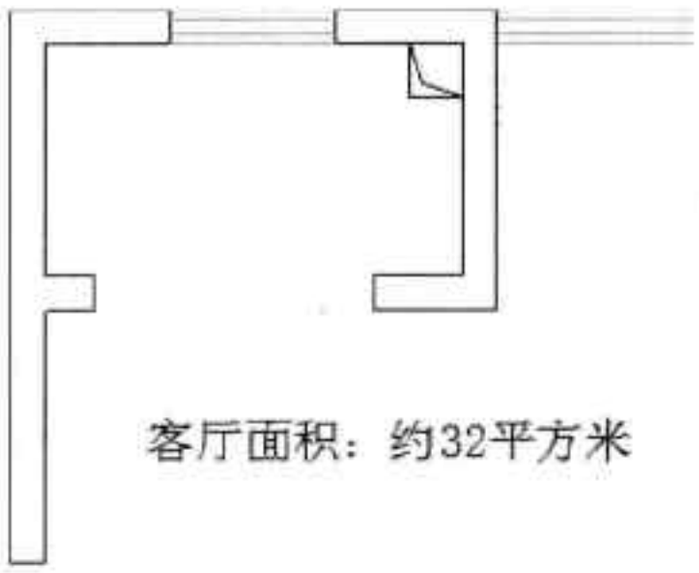

图4-75 完成文字的输入
Step09 输入完成后，单击绘图区空白区域，完成文字的输入，如图 4-75 所示。